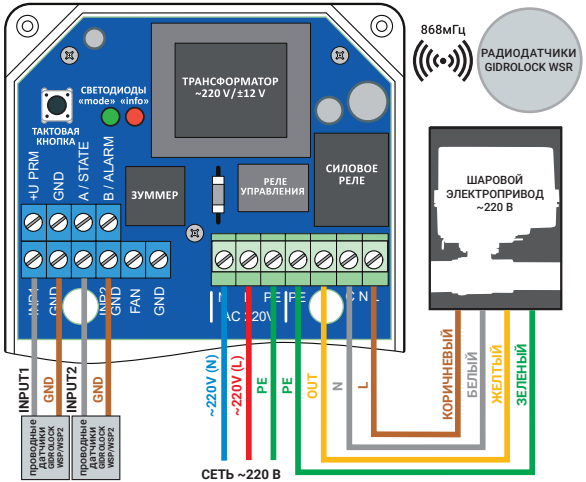

Рис. 3. Схема подключения шарового электропривода GIDROLOCK на напряжение питания 220 В и проводных датчиков протечки воды GIDROLOCK WSP или WSP2.
5.2 Проводные датчики протечки воды WSP подключаются к клеммам: **INP1** и **GND** — первая зона контроля, **INP2** и **GND** — вторая зона контроля (рис. 3 и 4).
5.3 Шаровой электропривод GIDROLOCK с напряжением питания 220В подключается к блоку управления согласно схеме, приведенной на рис. 3. Для подключения большего количества электроприводов возможно использовать дополнительные клемные блоки и монтажные коробки.